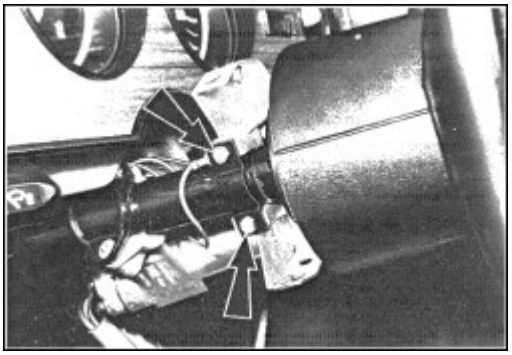

Abb.20 Befestigungsschrauben Mehrfunktionsschalter
6. Mehrfunktionsschalter vom Mantelrohr abschrauben, Abb.20.